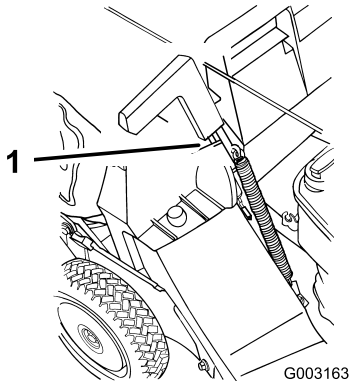

Figuur 19
5. Trek de handgreep van het afvoerdeurtje naar voren totdat de pen loskomt uit de grendel, en beweeg de handgreep naar achteren totdat de pen is vergrendeld in de uitsparing voor de grasvanger (Figuur 19).